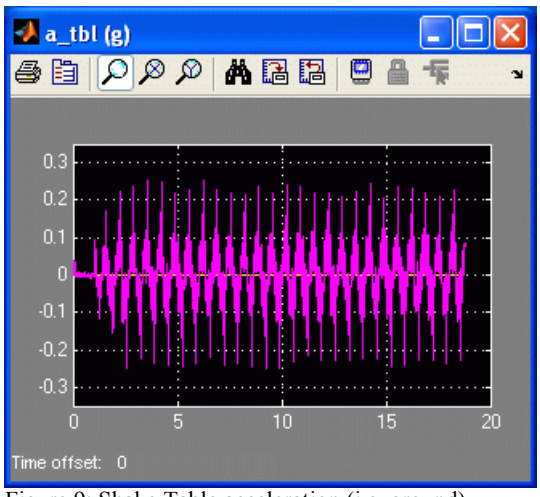
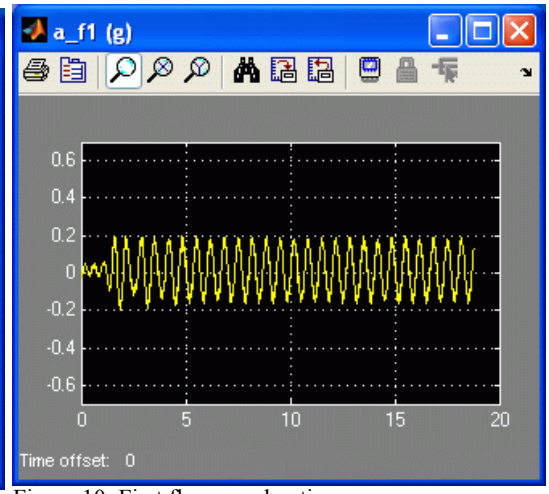
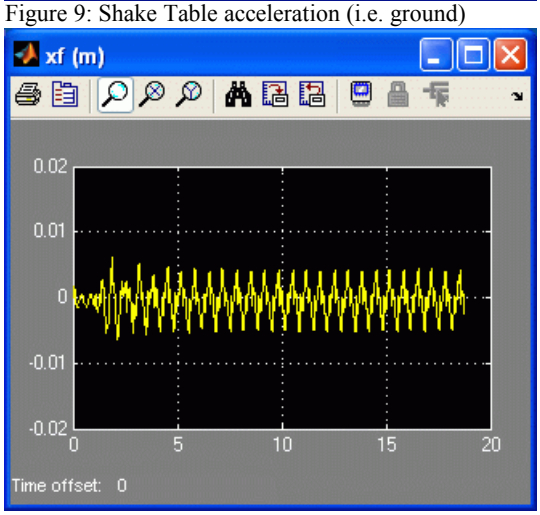

Figure 9: Shake Table acceleration (i.e. ground)
Figure 10: First floor acceleration
Figure 11: Estimated floor deflection
11. The acceleration of the shake table (i.e. ground accleration) is in Figure 9 and the first floor acceleration scope is shown in Figure 10. Figure 11 shows the estimated deflection of the first floor.